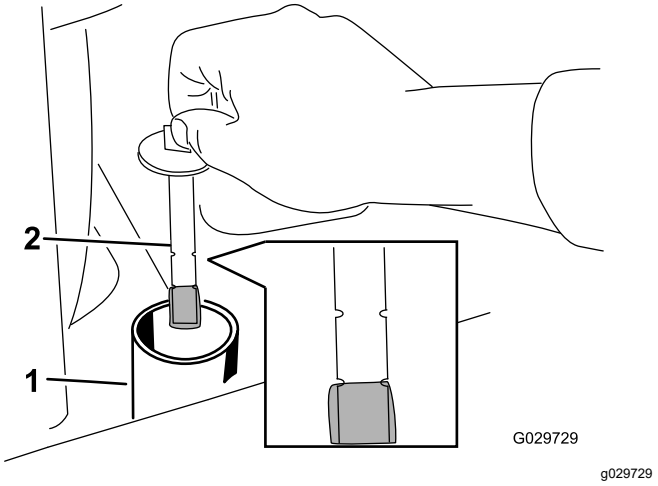

Figur 73
6. Ta bort hydraultanklocket och oljestickan (Figur 73).